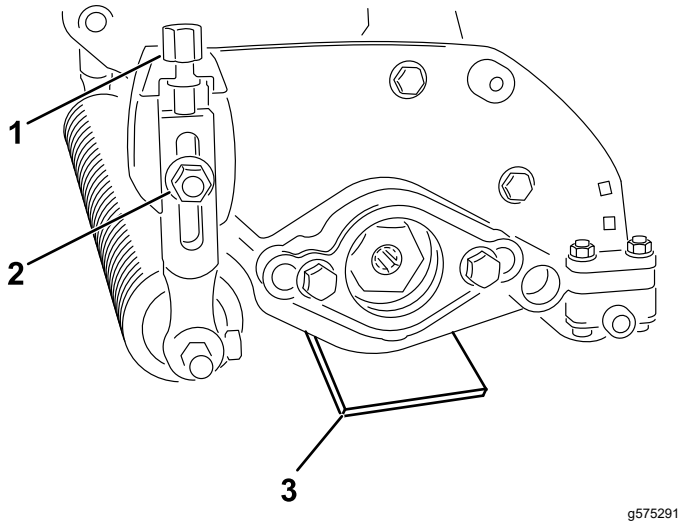

Bild 8
2. Legen Sie eine Messlehre mit der Höhe der gewünschten Messerhöhe über dem Boden unter jedes Ende des Vertikutierers (Bild 8).
3. Lösen Sie beide Bundmuttern, dabei sollten die Rollen die ebene Fläche berühren (Bild 8).
4. Drehen Sie die Einstellschraube der Schnitthöhe, bis beide Enden des Vertikutierers die ebene Fläche berühren (Bild 8).